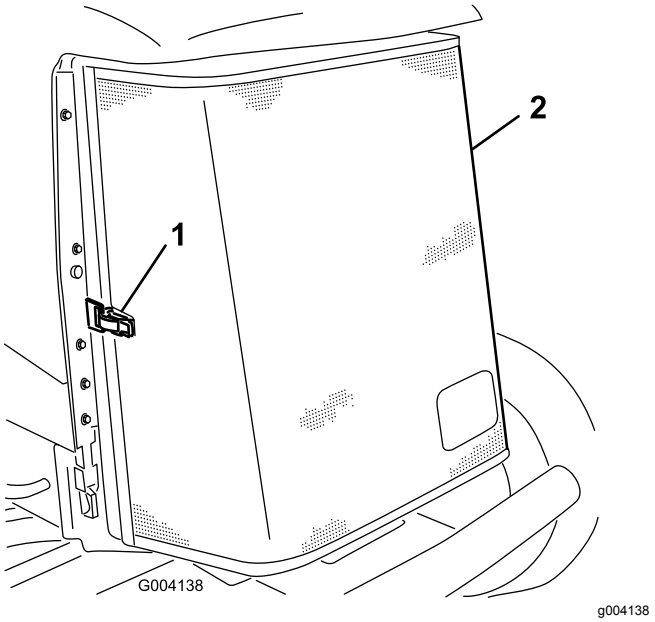

Figuur 82
3. Maak de sluiting los en draai het achterscherm open (Figuur 82).